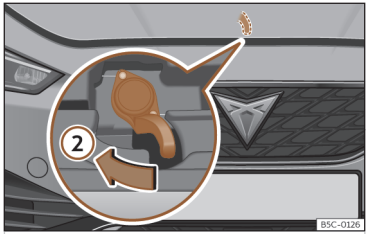

Abb. 215 Hebel unter der Motorraumklappe.
- Um die Frontklappe zu öffnen, drücken Sie den unterhalb der Frontklappe mittig vorgesehenen Hebel mit der Hand nach links ››› **(Abb. 215)** ②. Die Fanghaken werden entriegelt.